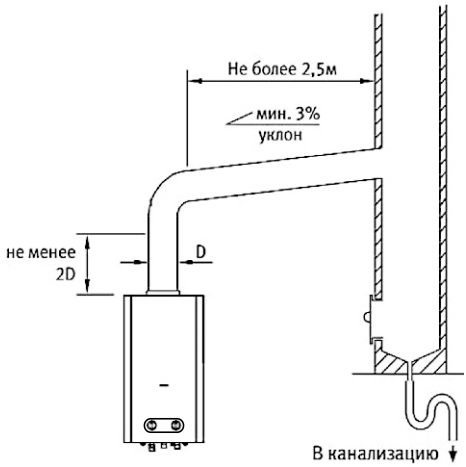

Рис.9
- При работе водонагревателя с мощностью менее номинальной возможны выпадения конденсата внутри дымохода. Поэтому рекомендуется подключать водонагреватель к дымоходу, выполненному из влагостойкого материала, способного без вредных последствий выдерживать воздействие образующегося конденсата. Желательно также предусмотреть слив образующегося конденсата из нижней части дымовой трубы в канализацию. (см. рис.9);
- Длина присоединительного участка должна по возможности быть как можно более короткой, с горизонтальным участком не более 2,5 м (см. рис.9);
- На выходе из водонагревателя присоединительный участок перед поворотом должен иметь вертикальный отрезок длиной не менее двух диаметров патрубка подключения дымохода (см. рис.9);
- После вертикального отрезка труба присоединительного участка должна иметь постоянный восходящий уклон не менее 3% в сторону водонагревателя (см. рис.9);